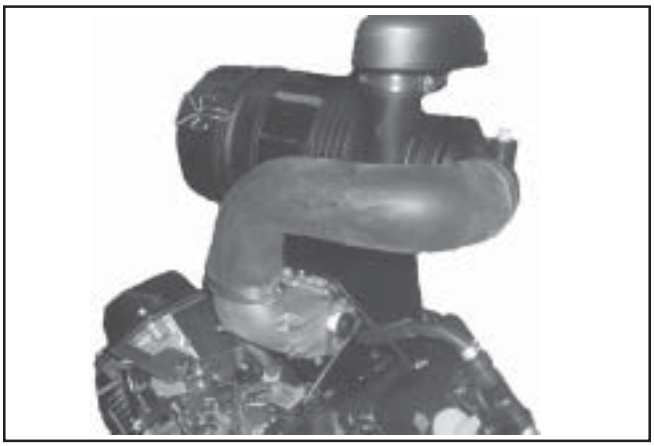

Figure 11-98. Assembled Heavy Duty Air Cleaner (Two-Barrel Carburetor).
4. Connect the air cleaner hose to elbow or adapter on carburetor and secure with a clamp. Install and tighten hood onto the air cleaner inlet. See Figure 11-98.